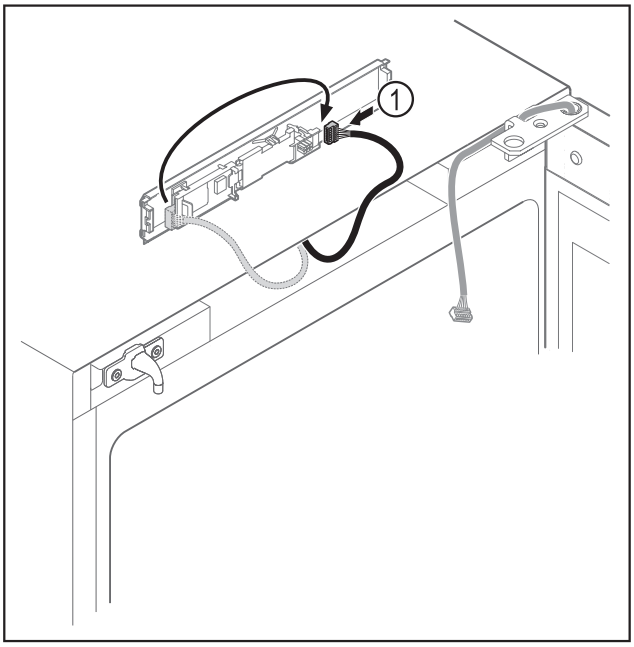

Fig. 5
▶ Schimbați poziția de introducere a fișei *Fig. 5 (1)* la placa electronică.